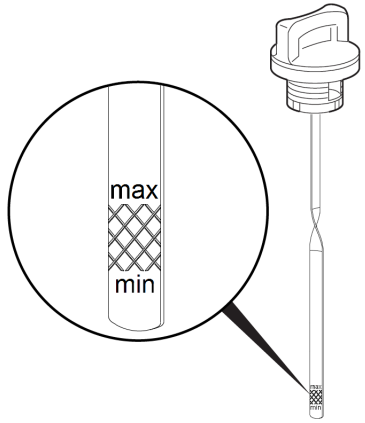

Рис. 10 Уровень масла в картере двигателя
5. Аккуратно вытащите щуп и осмотрите его. Уровень масла должен соответствовать верхней отметке «max» на щупе (Рис. 10).
При недостаточном уровне масла в картере необходимо долить чистое масло до верхней отметки «max» на щупе (Рис. 10).